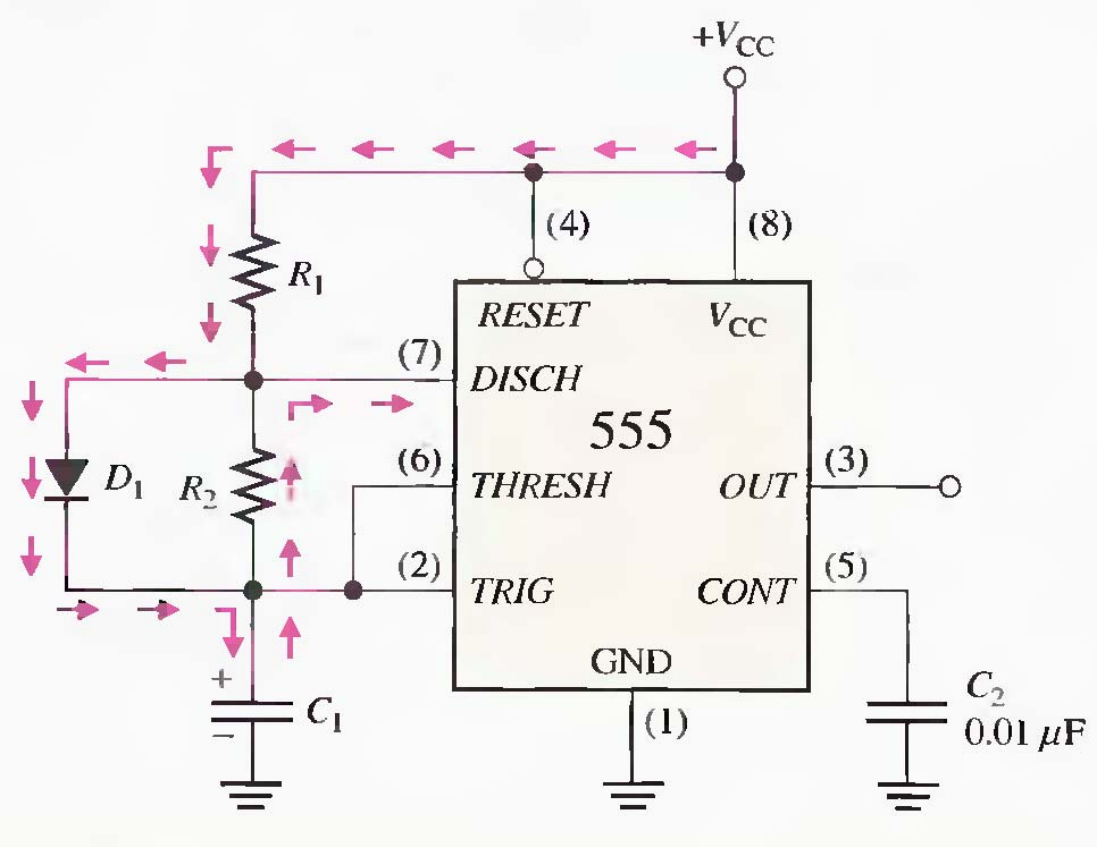

FIGURE 7–59
To achieve duty cycles of less than 50 percent, the circuit in Figure 7–56 can be modified so that C_1 charges through only R_1 and discharges through R_2. This is achieved with a diode, D_1, placed as shown in Figure 7–59. The duty cycle can be made less than 50 percent by making R_1 less than R_2. Under this condition, the expression for the duty cycle is
A 555 timer configured to run in the astable mode (oscillator) is shown in Figure 7–60. Determine the frequency of the output and the duty cycle.
- Symbols for latches and flip-flops are shown in Figure 7–67.